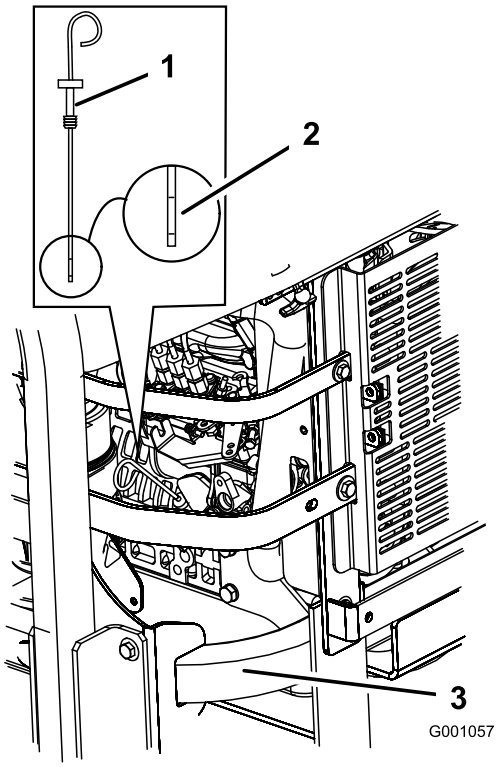

Figura 33
3. Limpie alrededor de la varilla de nivel de aceite (Figura 33) de forma que la suciedad no penetre por el orificio de llenado y cause daños en el motor.
4. Retire la varilla de aceite y limpie el extremo metálico (Figura 33).
5. Introduzca la varilla a fondo en el tubo de llenado. Retire la varilla y observe el extremo metálico (Figura 33). Si el nivel de aceite es bajo, vierta lentamente sólo la cantidad de aceite suficiente en el orificio de llenado para que el nivel llegue a la marca Lleno.